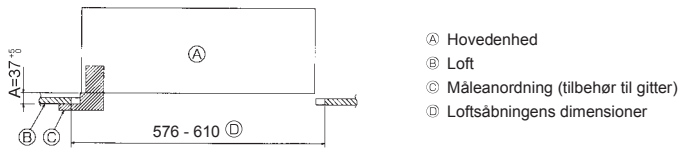

Fig. 4-6
3. Hvis hovedenheden ikke kan justeres i forhold til monteringshullet i loftet, kan den justeres vha. et langhul i monteringspladen. (Fig. 4-6)